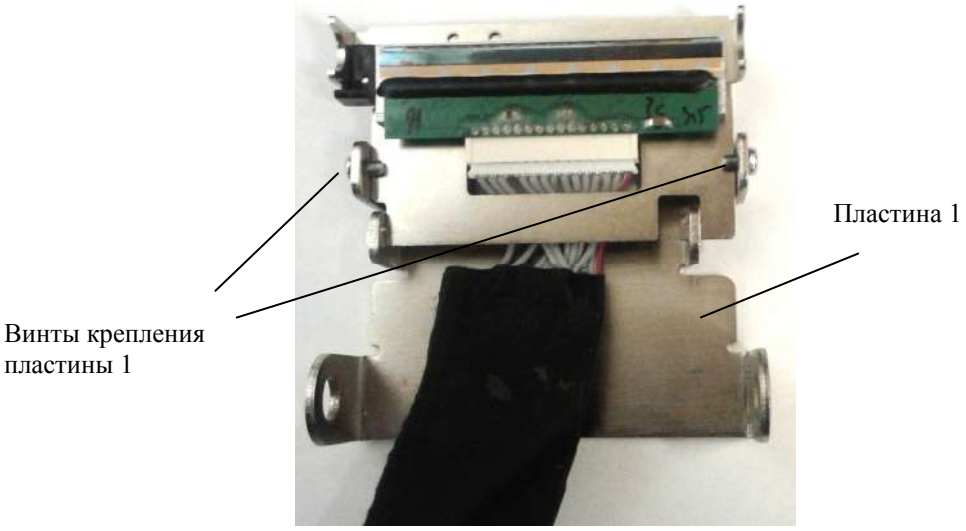

Рис. 7.21
7.6.4.2.3 Вынуть узел термоголовки. Отвинтить два винта крепления и снять пластину 1 (Рис. 7.21).